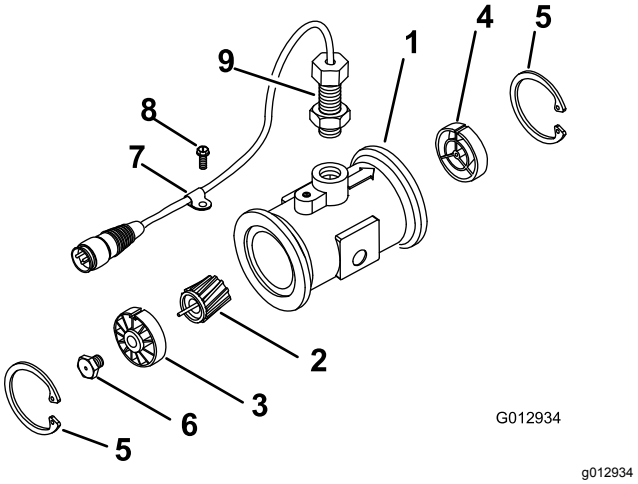

Figur 65
3. Ta av låseringen på oppstrømssiden (Figur 65).